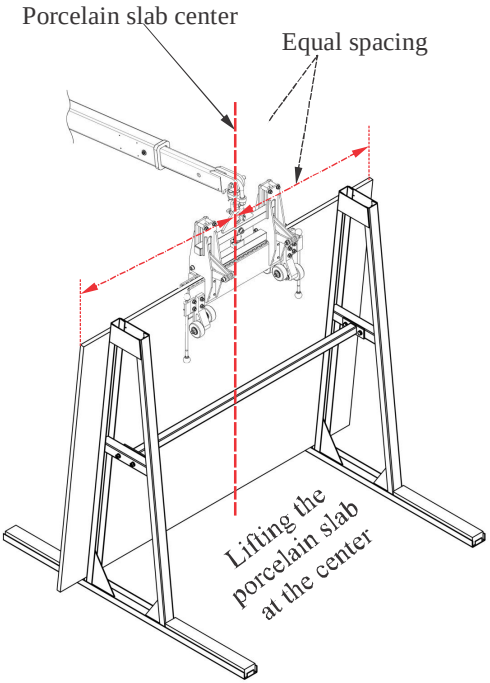

Figure 2a
- Lowering the lifter to be perpendicular to the porcelain slab and place at the center of the slab (Figure 2a).